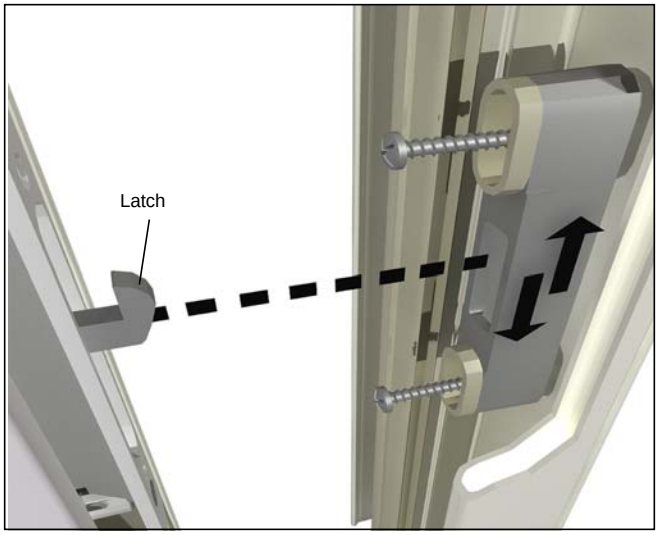

Figure 10
2. To adjust the keeper, move the operator toward the locking jamb and engage the lever on the lock so the mortise lock latch is engaged. Align the flat location of the latch with the top edge of the hole in the keeper. See figure 10.